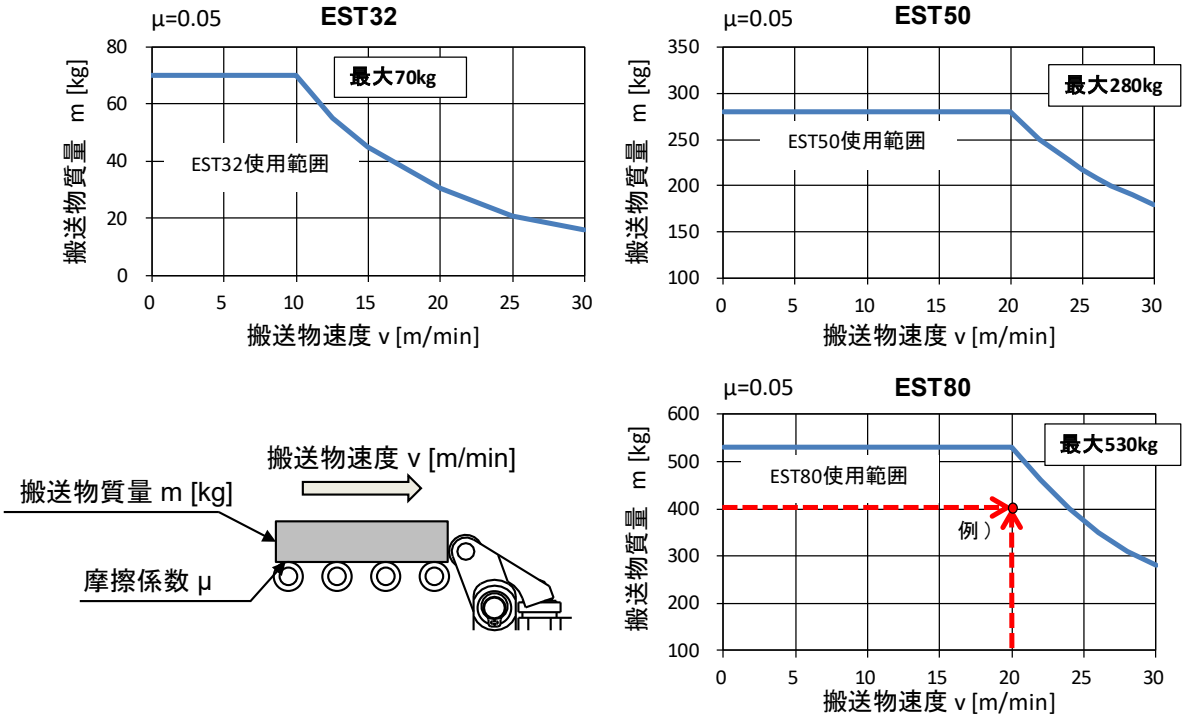

図 1.3　簡易選定図
- コンベヤ上を搬送されるワークを停止させる場合は、図 1.3 簡易選定図の使用範囲内で使用してください。ワーク停止後は本製品に加わる負荷を許容搬送推力（表 1.2 許容搬送推力）以下にしてください。